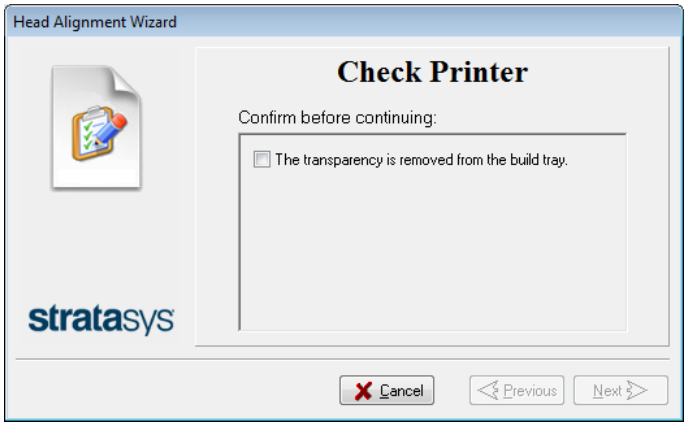

Figure 4-62 Head Alignment wizard—steps 8–10
10. In the wizard screen shown in Figure 4-62, select the *Transparency removed* check box, and click Next.